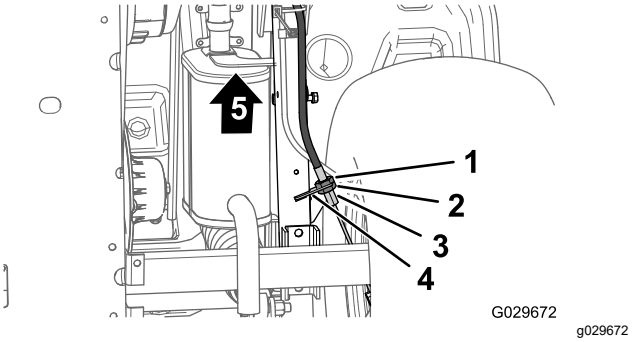

**Figuur 66**
3. Aan de onderkant van de machine: draai de achterste contramoer van de instelling van de parkeerrem-kabel 4 slagen los (Figuur 66).
4. Draai de voorste contramoer vast (Figuur 66).
A. Draai de voorste contramoer (Figuur 66) van de instelling van de parkeerrem-kabel 1 slag los.
B. Draai de achterste contramoer vast (Figuur 66).
A. Draai de achterste contramoer (Figuur 66) van de instelling van de parkeerrem-kabel 1 slag los.
B. Draai de voorste contramoer vast (Figuur 66).